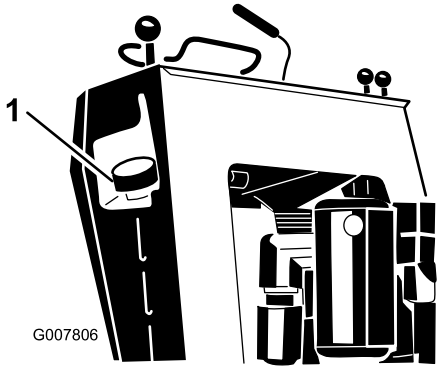

Bild 15
3. Reinigen Sie den Bereich um den Tankdeckel herum und nehmen Sie den Deckel ab (Bild 15).